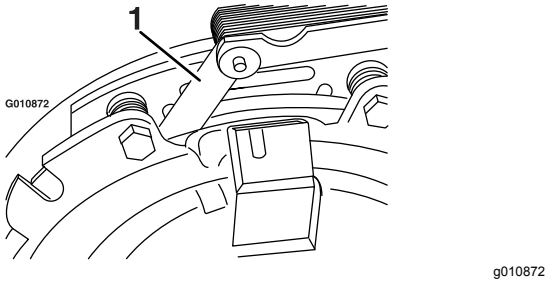
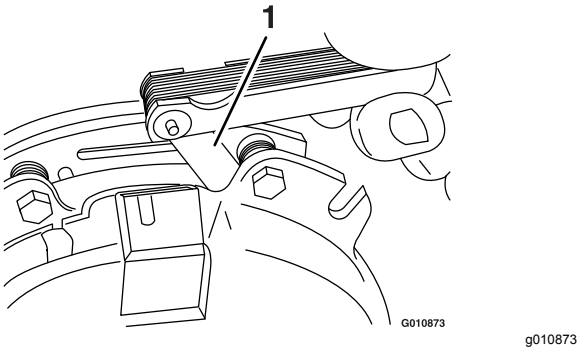

Figura 76
Figura 77
E. Usando una galga de 0,25 mm, compruebe la presencia de un espacio entre el rotor y la cara de la armadura en ambos lados del polo del freno, según se indica en la Figura 76 y la Figura 77.